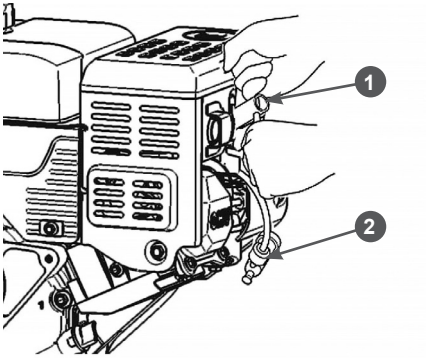

Рис. 46 Обслуживание свечи зажигания
1. Снимите со свечи зажигания колпачок 1 высоковольтного провода и удалите грязь вокруг свечи зажигания (Рис. 46).
2. Открутите свечу зажигания свечным ключом2 (Рис. 46).